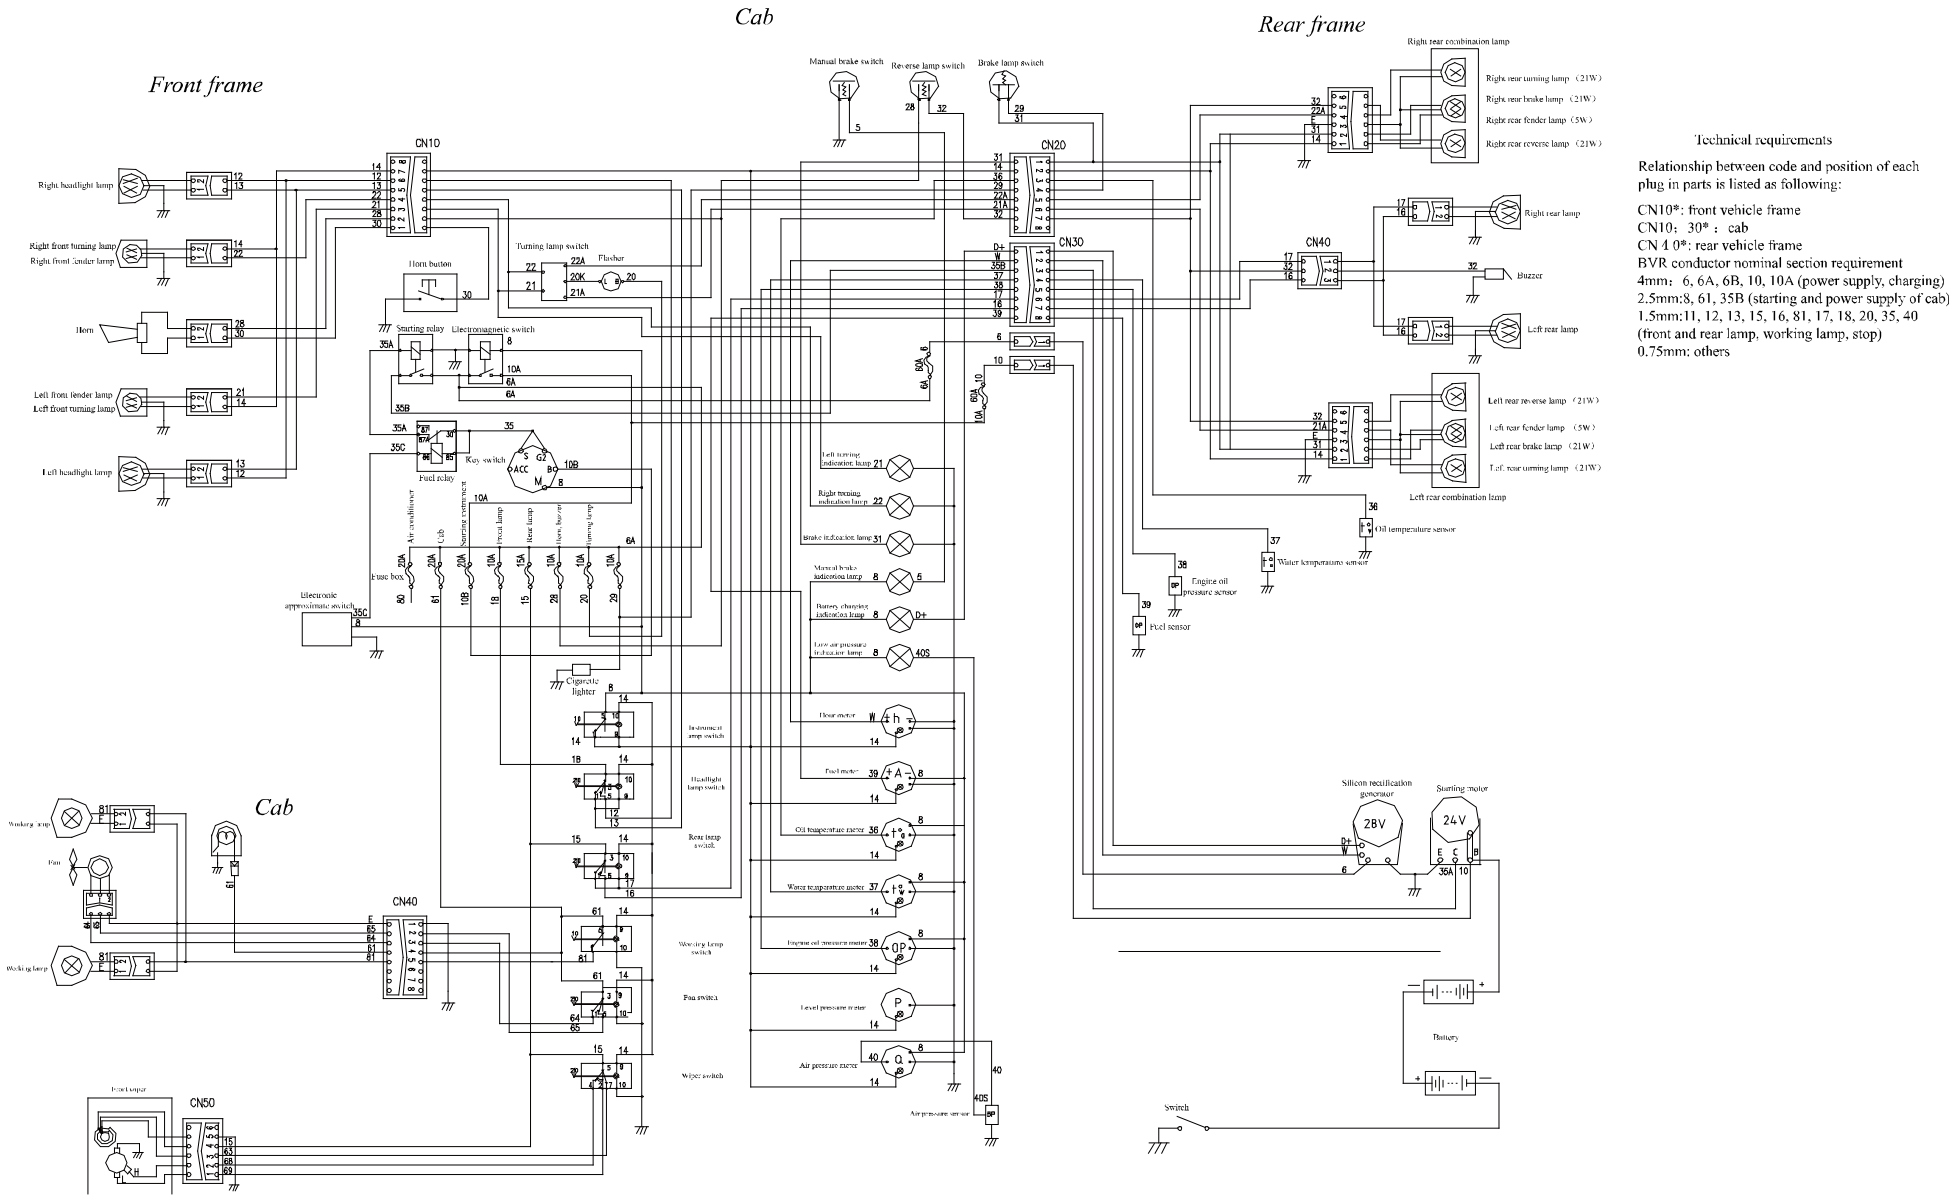

Fig. 7 – 27 Principle figure of electric system
(2) Bucket cylinder (Fig. 7 – 25): cylinder diameter φ180mm,
(3) Operating oil tank (Fig. 7 – 26): the operating oil tank, mounted in the back of cab, is used for both operating hydraulic system and steering hydraulic system. The two oil filters are mounted in the oil tank to ensure the clearness of oil liquid.
(2) The filter in oil tank shall be cleared for every month.
(3) Depending on the actual situation, the related hydraulic parts shall be cleared for one year within one year.
(4) When the steering hydraulic system and operating hydraulic system are maintained, the screw plug in the operating oil tank shall be loosened (See #3 in Fig. 7 – 26) to prevent the hydraulic oil from leaking out.
The electricity system is shown in Fig. 7 – 27.
Cooling function: Refer to figure 7 – 29 for principle figure, Freon (R-12) is taken as cooling medium, the compressor compress the sucked overheated Freon steam into high temperature and high pressure gas which enters into the condenser through pipe, it becomes overcooled liquid after sufficiently cooled, then enter into evaporator through expansion valve after pressure reduction, realize evaporation in inner area and absorb heat, the inner side of the evaporator is equipped with a fan which can exhaust wind through the evaporator, so wind blowing through the port is cold wind, heat is brought away by Freon gas, it is sucked by the compressor again and enters into circulation again, continuously repeat, temperature of the cab is finally reduced down so as to realize cooling purpose.